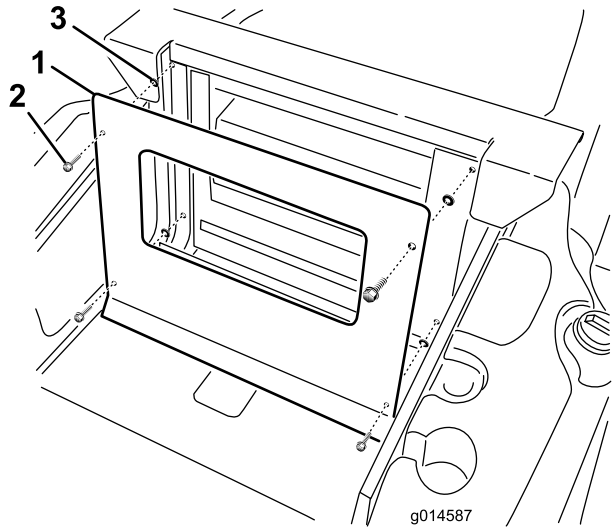

Figure 8
1. Retirez les (4) boulons qui fixent la cloison coupe-feu au cadre (Figure 8).